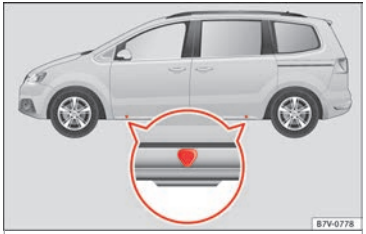
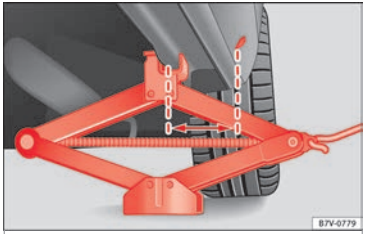

Fig. 187 Jack position points
Fig. 188 Jack mounted on the left rear part of the vehicle
The jack may be applied only at the jacking points shown (marks on chassis) ››› **Fig. 187**. The mark indicates the jacking points **below** the vehicle. The jacking points are on the ribs **behind** the front edges ››› **Fig. 188**. Always the relevant jacking point for the wheel to be changed ››› ⚠.
6. Look below the vehicle for the jacking point ››› **Fig. 187** closest to the tyre which has to be changed.
8. Ensure that the foot of the jack is firmly on the ground and that it is placed immediately below the lifting point on the vehicle ››› **Fig. 188**.
9. Straighten the jack and continue raising it using the handle until the claw holds the vertical reinforcement beneath the vehicle ››› **Fig. 188**.
- **Only fit the jack at the prescribed jacking points. The claw of the jack should grip the reinforcement nerve on the underbody ››› Fig. 188.**